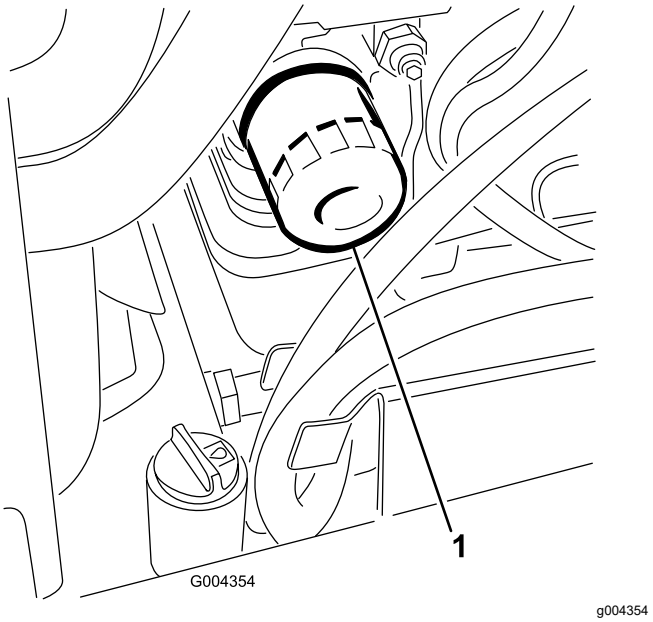

Figura 34
4. Retire el filtro usado (Figura 34) y limpie con un paño la superficie de la junta del adaptador del filtro.